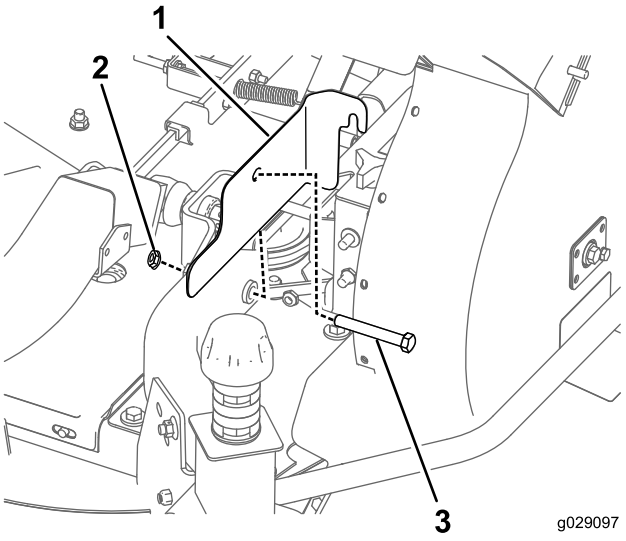

**Figur 25**
1. Monter remafskærmningen på maskinen (Figur 25).